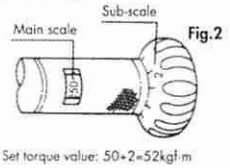

Fig.2
(2) Turn the sub-scale and adjust to a torque value (the main scale plus the sub-scale)(See Fig.2)
(3) Tighten the lock screw. (If the lock screw hits the pin before completely tightening, then change the position of the pin)